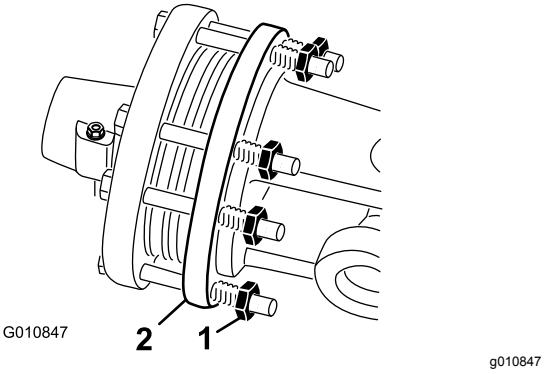

Rysunek 49
1. Pod koniec sezonu przekręć do tyłu każdą z nakrętek sprzęgła o 2 obroty (Rysunek 49).